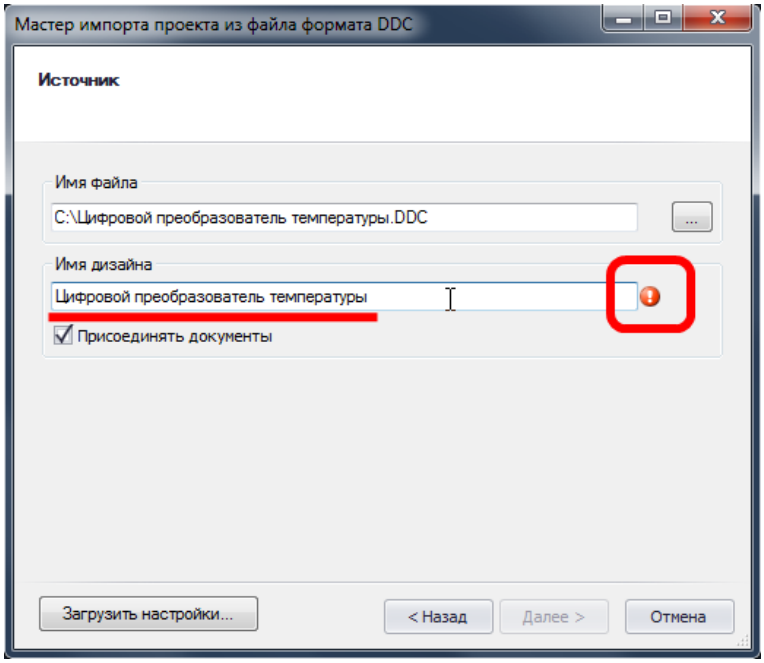

Рис. 350. Имя импортируемого проекта
4. Далее, в окне мастера импорта, в поле «Имя проекта», будет отображено имя, которое будет присвоено импортируемому проекту, это имя может быть изменено, см. Рис. 350.